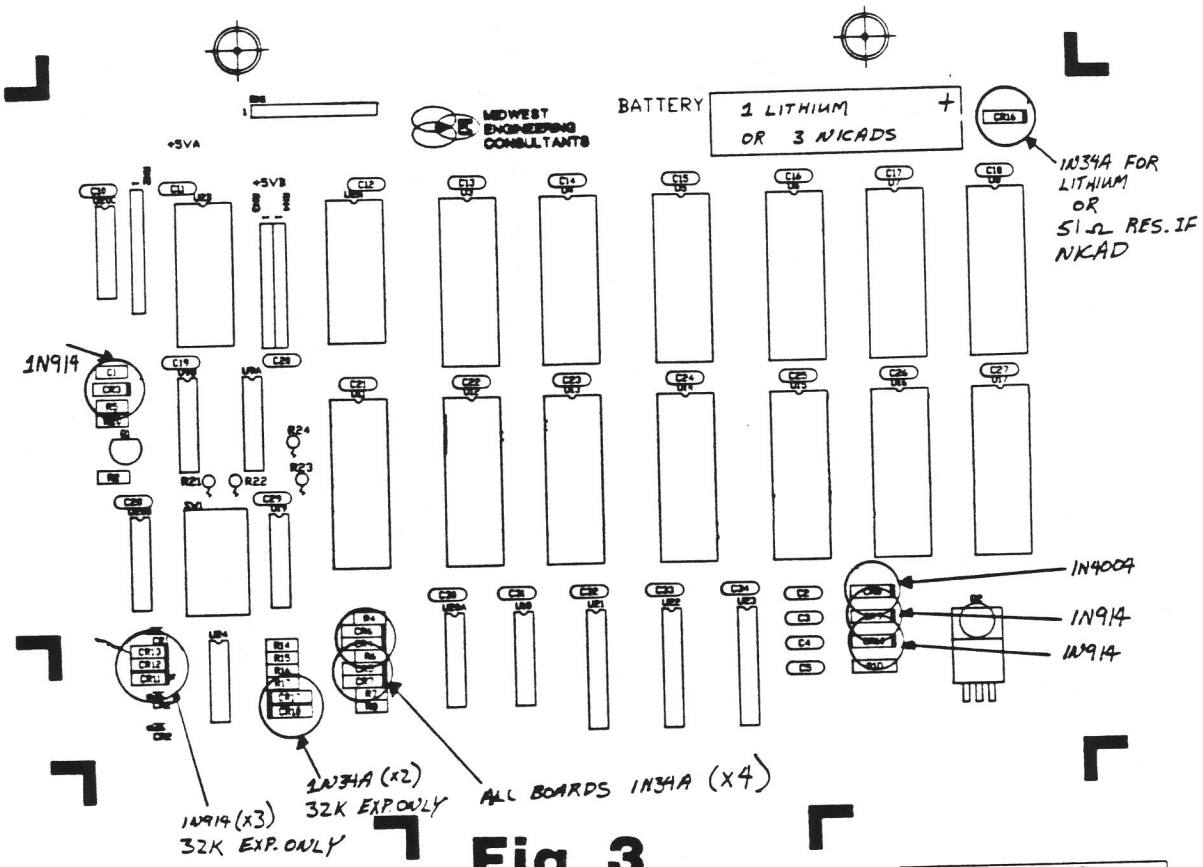

Fig. 3 Diodes
C) Put the Diodes In (See Figure 3)